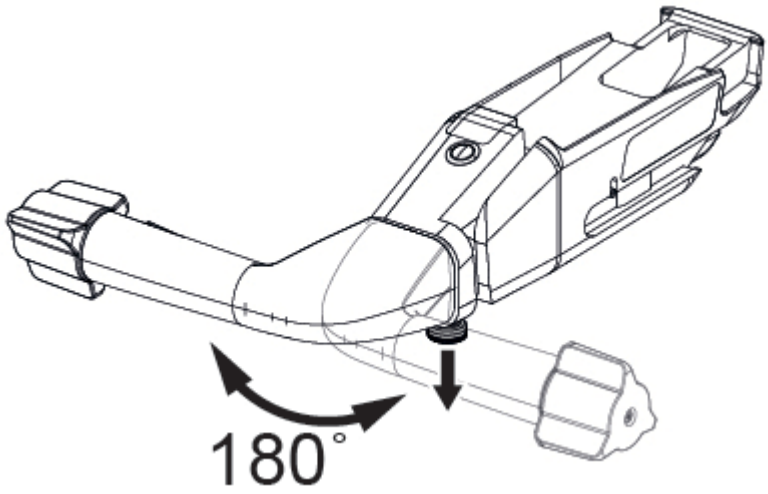

Afbeelding 6-5. De stand van de gemotoriseerde overdrachtshandgreep wijzigen
2. Om de gemotoriseerde overdrachtshandgreep te draaien, trekt u aan de positievergrendeling en draait u de gemotoriseerde overdrachtshandgreep naar de gewenste positie. Zie *Afbeelding 6-5*.